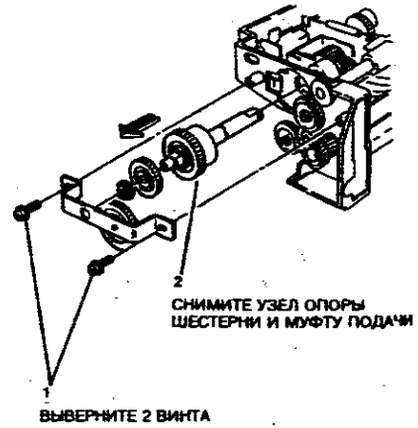

**Рисунок 2. Снятие муфты подачи.**
1. (Рисунок 2) Снимите муфту подачи.